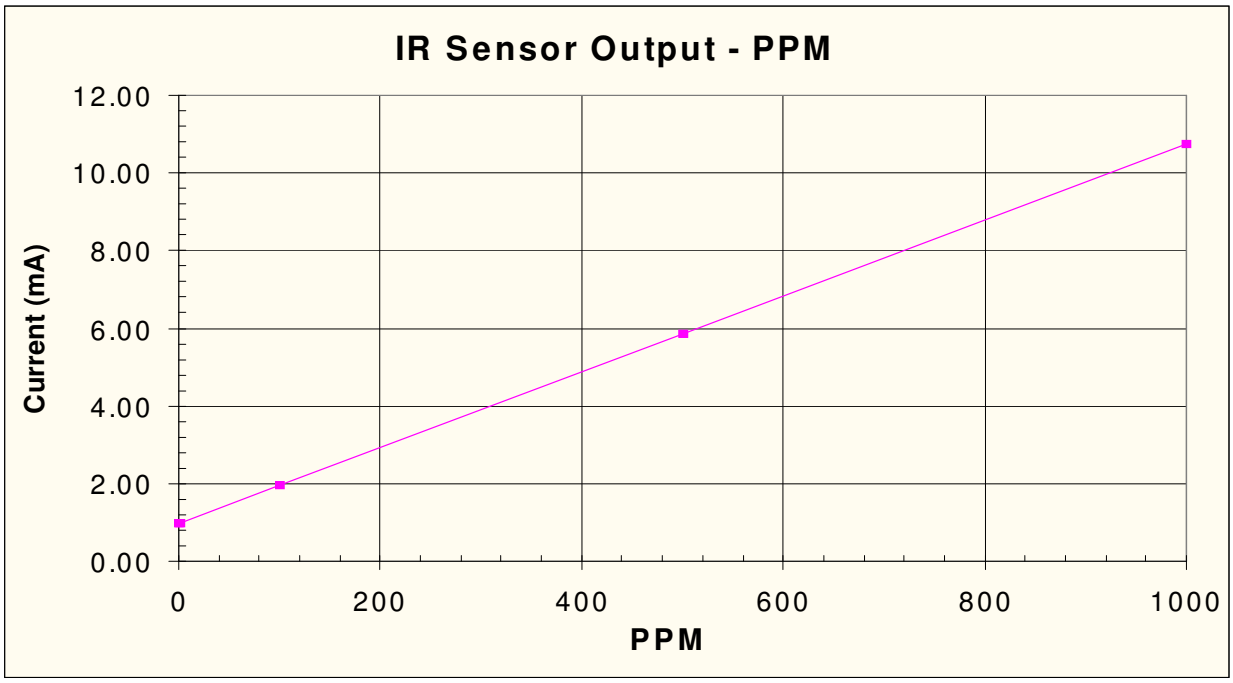

Figure 4 - PPM Output Graph
1. General - PPM and FAULT voltages (V_{OUT}) are measured at the WHITE test point indicated. Measure currents (I_{OUT}) at the terminal block labeled "Cable to Controller" with the sensor **NOT** connected to the controller. The **BLACK** wire is ground. The **WHITE** wire is PPM and FAULT signals. The **RED** wire is sample port (Channel) information. **Currents (I) are ground referenced.**
2. PPM Output - The PPM output of the Haloguard IR Remote Sensor Module is a linear response between ZERO (0 PPM) and SPAN (100 PPM). Table 1 represents the *calculated* values between these points. Using this information, the value for any PPM can then be predicted. The exact current output of a given sensor module may be determined by measuring between the **WHITE** wire and **BLACK** wire of the terminal block while the sensor is in the **RUN** mode at 0 PPM – the normal, free air condition, and while exposed to a span gas - normally 1000 PPM. When PPM values exceed 1000 PPM, a fixed OFFSCALE value (18.30 mA) is output. (See *Figure 4 - PPM Output Graph* as an example.)